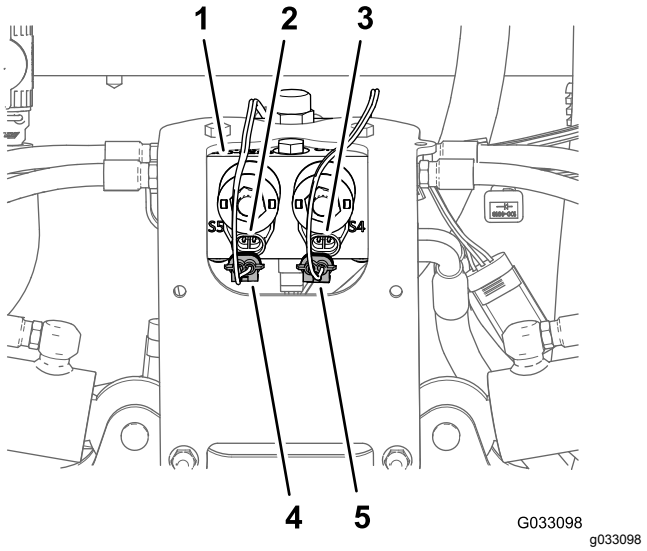

Figur 31
1. Koppla loss Sonic Boom-kablagets kontakt med två stift från elektromagnetens kontakt med två stift som aktiverar den högra cylindern och sitter på lyftcylinderns grenrör (Figur 31).
2. Koppla loss Sonic Boom-kablagets kontakt med två stift från elektromagnetens kontakt med två stift som aktiverar den vänstra cylindern och sitter på lyftcylinderns grenrör (Figur 31).